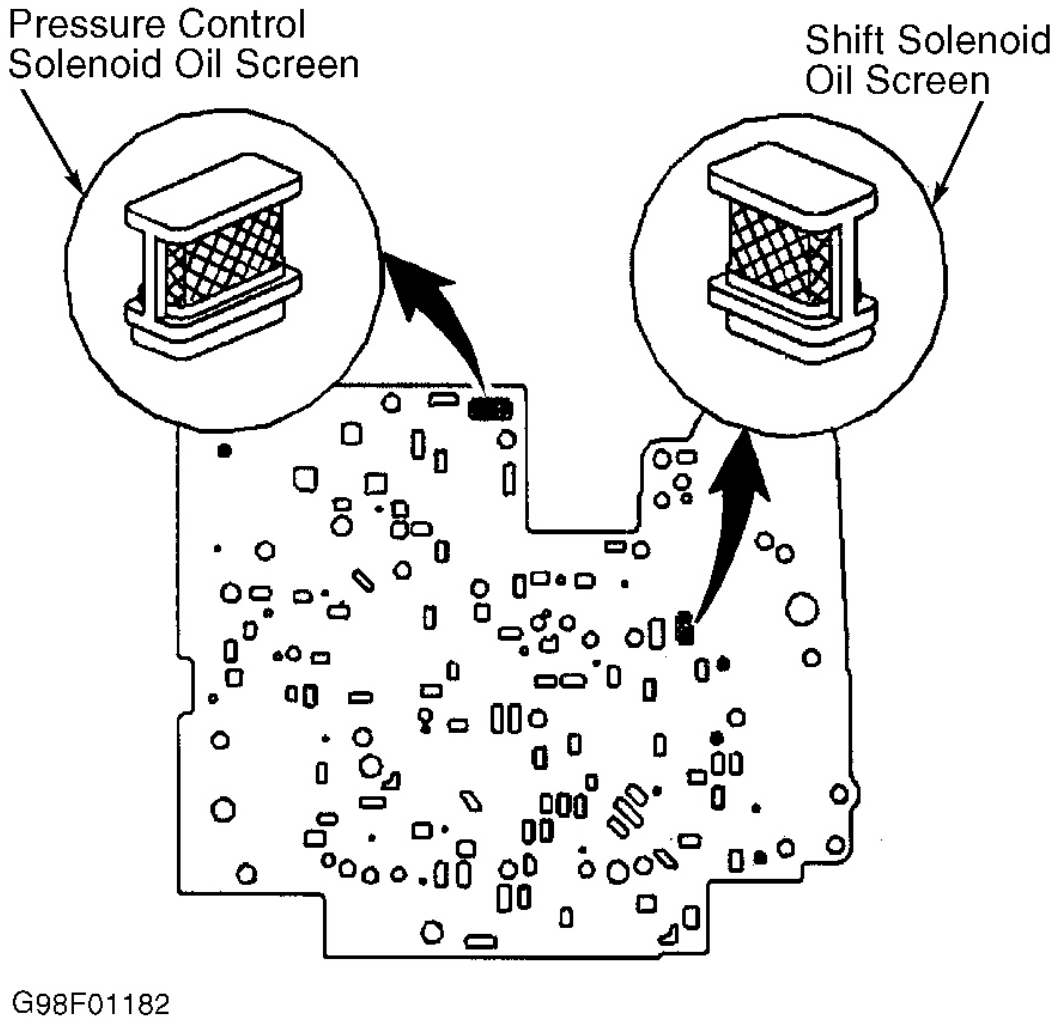

Fig. 25: Locating Oil Screens
2. Install 3-4 accumulator spring. Install oil screens in proper locations. See **Fig. 25** . Install special retainer and ball assembly. See **Fig. 5** for check ball and filter installation locations. Install spacer plate gasket and spacer plate.